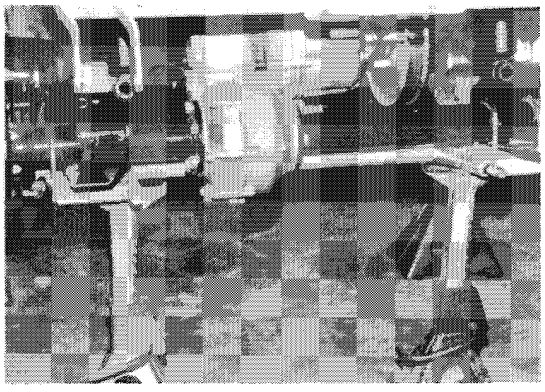

Figure 6-11
8. Place floor jack under engine mounting plate, raise slightly to make contact with engine mounting plate and place jack stands under inner frame spring retainer plates **(Figure 6-11)**.